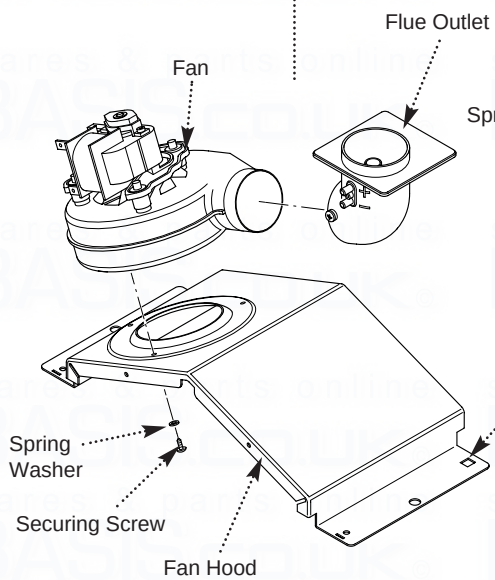

Fig. 60
5. Undo the screws securing the fan hood to the appliance back panel, and draw the fan and hood assembly forwards (Fig. 60).
6. Remove the screws and spring washers securing the fan to the hood. Transfer the flue outlet elbow to the new fan (Fig. 60).